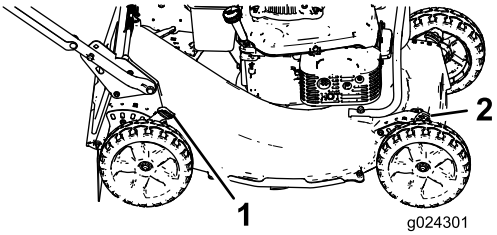

Figur 10
1. Dra klipphöjdsspaken mot hjulet (Figur 10) och flytta spaken till önskat läge.